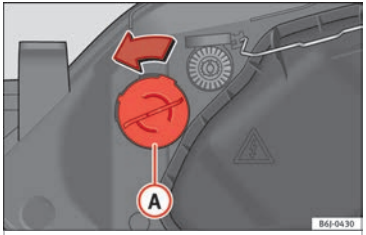

Fig. 100 Turn signal light.
– Turn bulb holder ››› **Fig. 100** (A) to the left and pull.